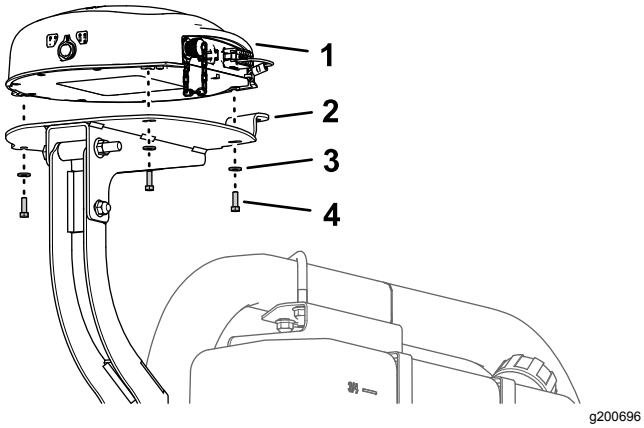

Figuur 156
1. Lijn de 3 schroefdraadopeningen in de basis van de navigatieontvanger uit met de 3 gaten in de beugel van de ontvanger (Figuur 156).
2. Monteer de ontvanger op de beugel (Figuur 156); gebruik hierbij de 3 inbusbouten (5 x 16 mm) en 3 ringen (5 mm).